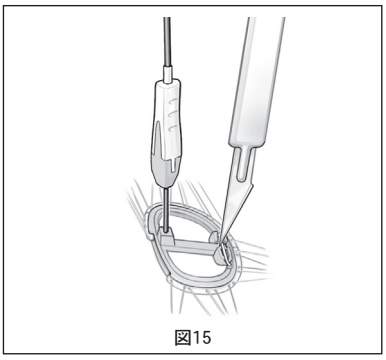

図15
2. ホルダーの後尖部に糸固定用の溝の付いた突出部が1つあります（図15）。
3. この突出部にある保持糸をメスでカットします（図15）。これによりホルダーがリングから外れます。